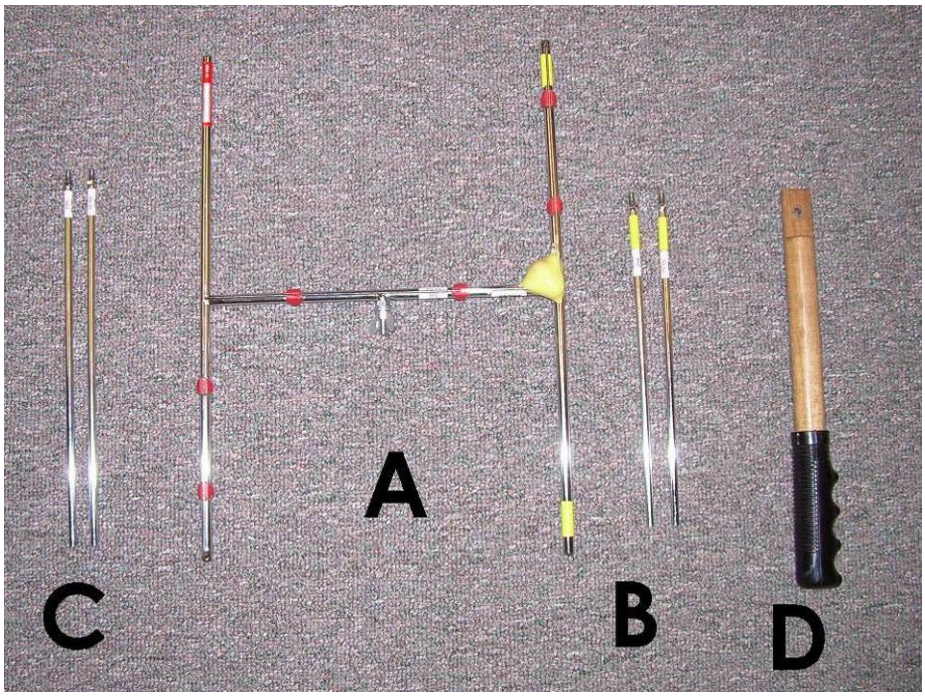

Figure 2. Telonics RA-2AK VHF 2 element Yagi antenna.
A directional antenna amplifies the signal from a transmitter and allows the observer to aim toward the source. Commonly, the "H" shaped 2- element Yagi antenna (Telonics RA-2AK) is used, but other multi-element Yagi antennas exist. Each antenna is specifically tuned to a 2K MHz range of frequencies (e.g. 164-166 for the antenna in Figure 2), but may also receive frequencies outside of this range, albeit with lower efficiency.
The two-element Yagi depicted in Figure 2 requires assembly, while other models may unfold into the correct operating configuration. For the H-style Yagi, each "kit" should include the main body (A), the arms (B and C) and the handle (D). The arms vary in length and must connect into the correct port on the antenna body. The yellow colored tape on the arms matches that on the body. When assembled, the shorter arms screw into the antenna's forward portion.